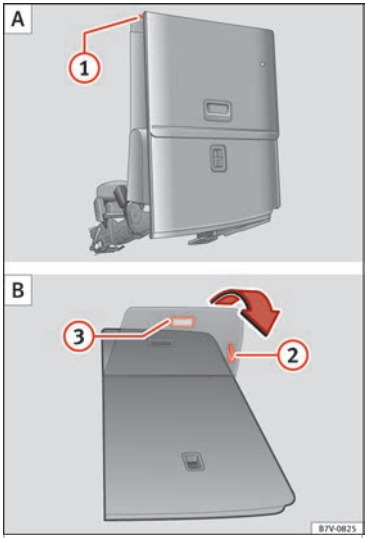

Fig. 163 Third row of seats: fold down the rear seat to load A then return to position B
- If necessary, pull on the lever ››› **Fig. 163** (2) to move the seat to the required position.
- Pull lever ››› **Fig. 163** (1) back and fold the seat backrest forwards. The rear seat folds forward ››› ⚠ and the cushion also moves forward.
- Pull on the handle ››› **Fig. 163** (2) to put the seat tray back in position.
- Pull on the handle ››› **Fig. 163** (3). The entire seat folds backwards.